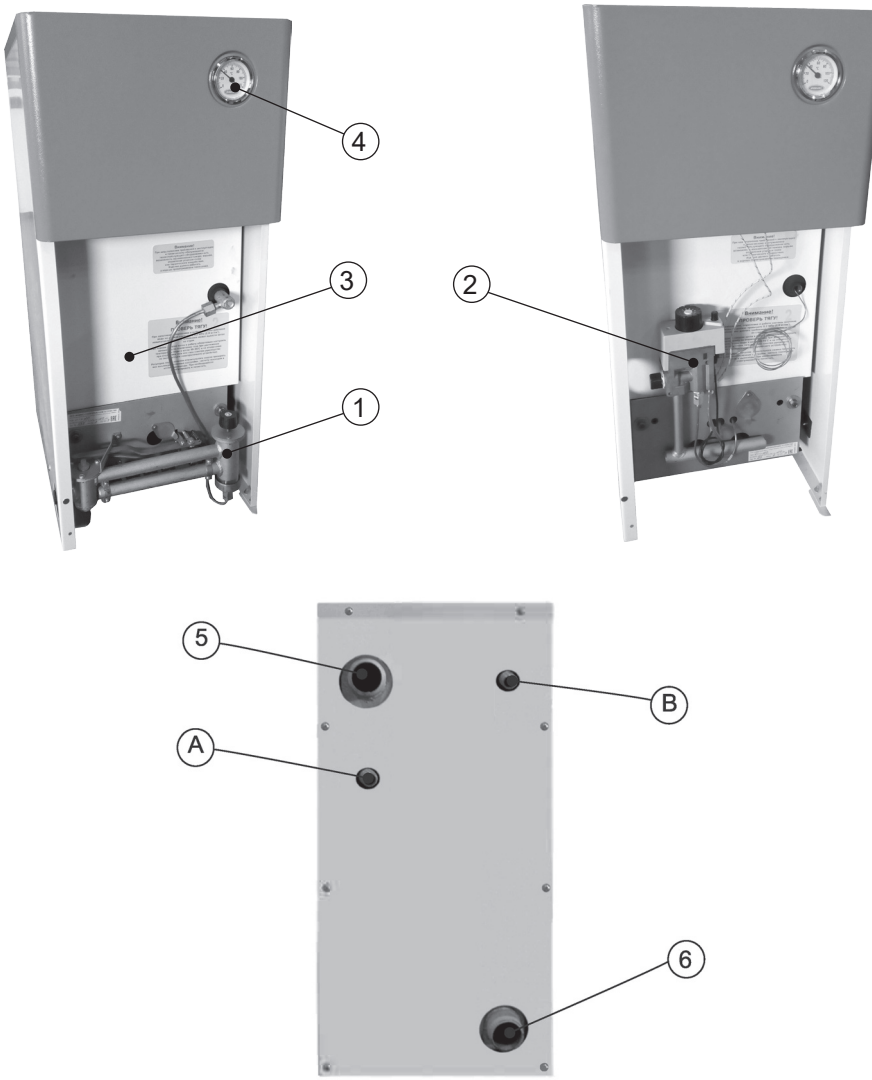
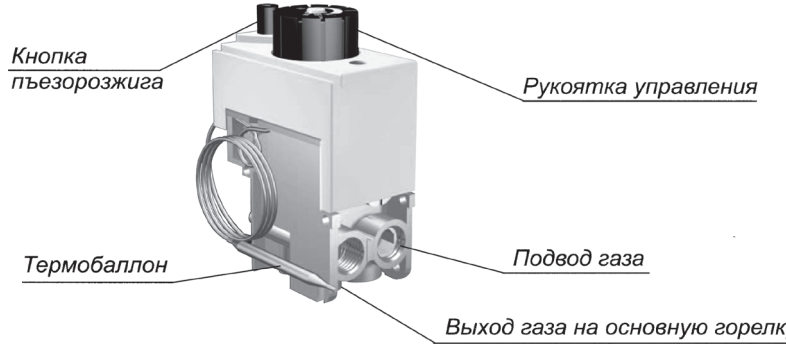

Рис. 1.
Рис. 3.
Котел (Рис.1) представляет собой сварную конструкцию, образующую по всему периметру водяную рубашку, окаймляющую топочную камеру. В верхней части котла находится газоотводящий патрубок для удаления продуктов сгорания изтопки. На задней поверхности котла расположены резьбовые патрубки, спомощью которых котел подключается к отопительной системе. Регулирование и поддержание заданной температуры обеспечивается автоматикой газогорелочного устройства. ООО «Мимакс» комплектует котлы автоматическими газогорелочными устройствами собственного производства с автоматикой термомеханического (АГУ-Т-М) либо (АГУ-Т-Э, АГУ-Т-Э-И(Р)) термоэлектрического принципа действия. Принцип действия и правила эксплуатации автоматического газогорелочного устройства изложен в руководстве по эксплуатации в п.п 7, 8.
7.3. Розжиг автоматического газогорелочного устройства и остановка работы осуществляются в соответствии с руководством по эксплуатации газогорелочного устройства (см. комплект поставки). Температура в котле контролируется термометром (рис. 1, поз.4)
Для включения основной газовой горелки плавно поверните ручку управления против часовой стрелки до положения 1...7 (рис. 5 б). Максимальная температура теплоносителя соответствует цифре 7 на рукоятке управления. Температуру контролируйте термометром (рис. 1), регулировку температуры теплоносителя (воды) осуществляет термостат газового клапана через термобаллон рис.3, вставленный в стаканчик корпуса котла.